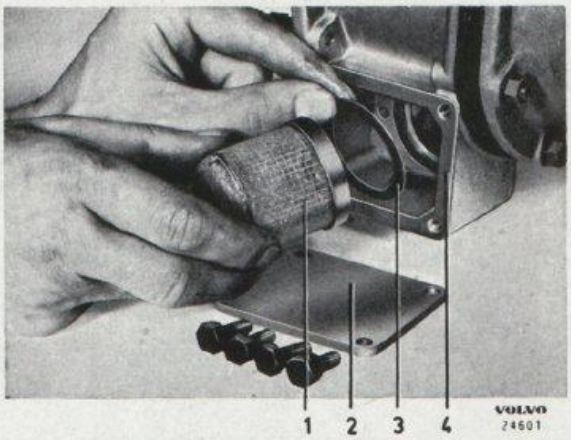

Bild 3-38. Demontering av oljesil
1. Tag bort locket (2) och tag ut oljesilen (1), se bild 3-38. Rengör oljesilen i bensin eller kristallolja. Blås torrt med tryckluft.